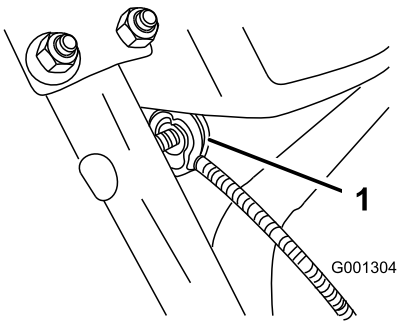

Rysunek 8
3. Wyjmij nakrętkę i podkładkę z uchwytu, przymocuj do niego zacisk linki, załóż podkładkę i nakrętkę, po czym dokręć ją ręcznie (Rysunek 8).